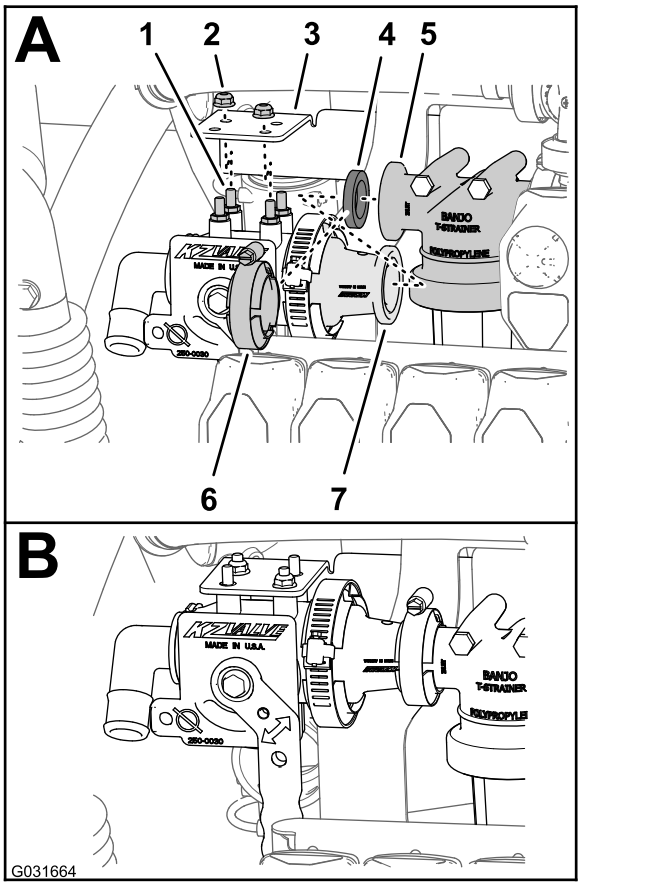

Figur 223
1. Innrett pakningen med filterhodeflensen (Figur 223).
2. Innrett boltene på væskeavstengingsventilen (Toro-delenr. 130-7324) med de fire hullene i avstengingsventilfestet (Toro-delenr. 131-3725-03) og flensadapteren på væskeavstengingsventilen med filterhodeflensen og pakningen (Figur 223).
3. Monter væskeavstengingsventilen til avstengingsventilfestet med to flenslåsemuttere (1/4 tomme) – Toro-delenr. 119-6897, og to diagonalt innrettede bolter på væskeavstengingsventilen som vist i Figur 223.
5. Fest flensadapteren til væskeavstengingsventilen på filterhodeflensen med klemmen (Figur 223) som du fjernet i 3 av Forberede montering